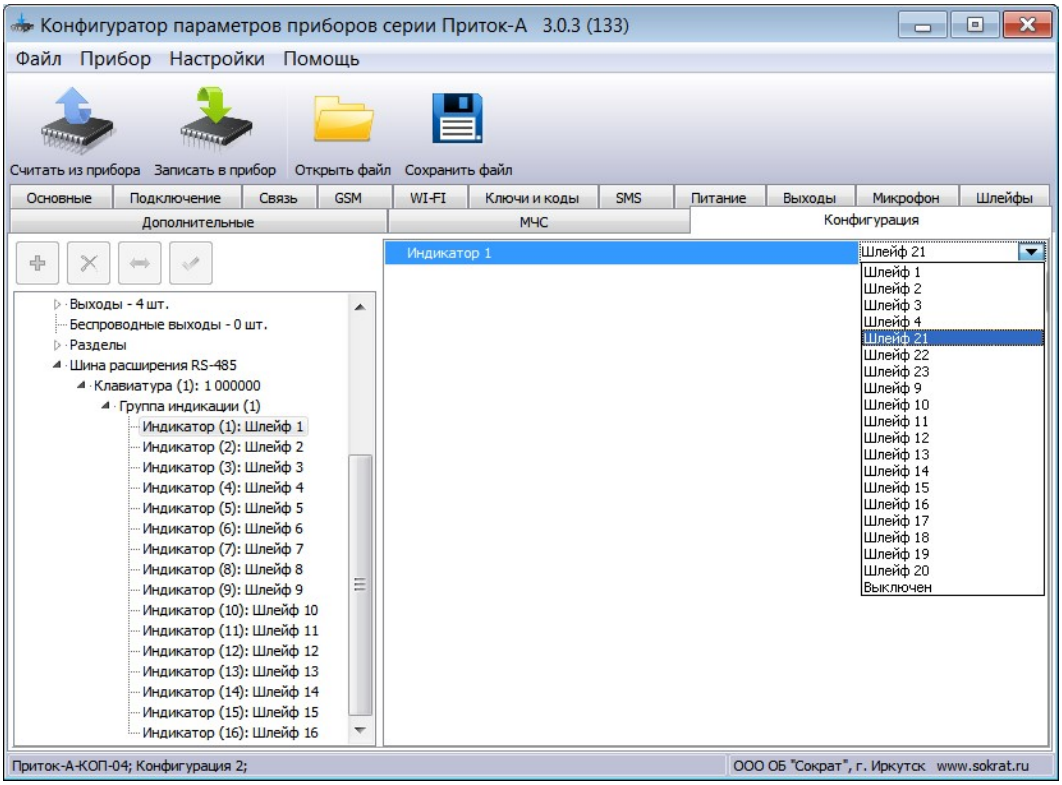

Рисунок 5
2. В поле **«Группа индикации»** → **«Индикатор (1)»:** из выпадающего меню выбрать шлейф, начиная с которого будут отображаться последовательно 30 шлейфов (см. Рисунок 5);
4. Для приведенного примера (см. Рисунок 5) МИ-30 будет отображать состояние шлейфов с 21 по 50 включительно;